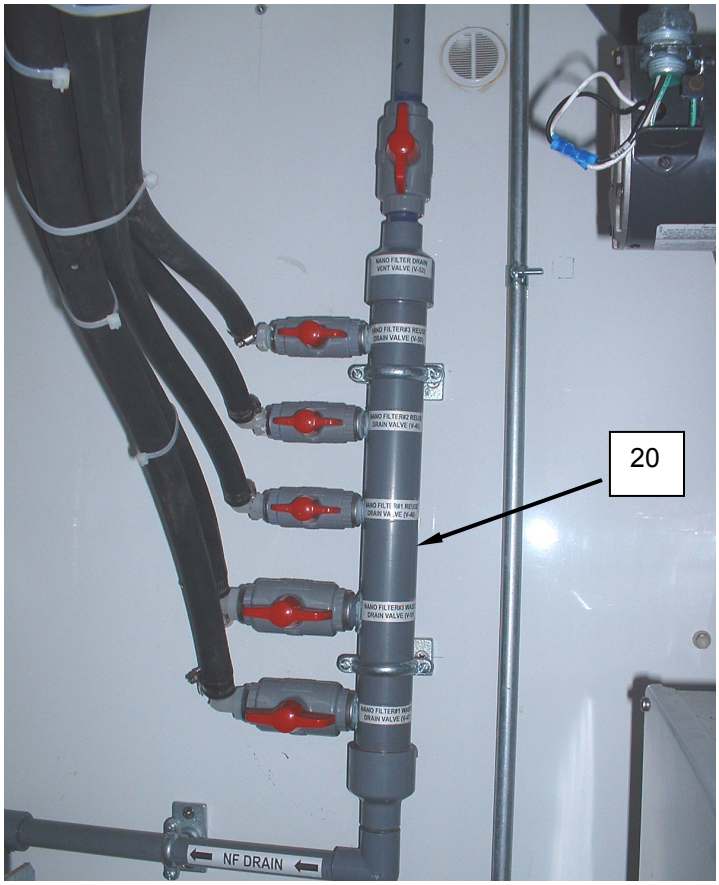

Figure 15. Nanofilter Drain Valve Manifold.
15. Close all valves on the nanofilter drain valve manifold **(Figure 15, Item 20)**.